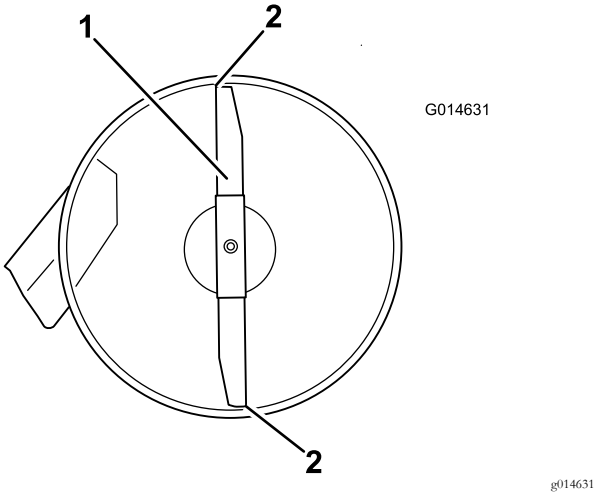
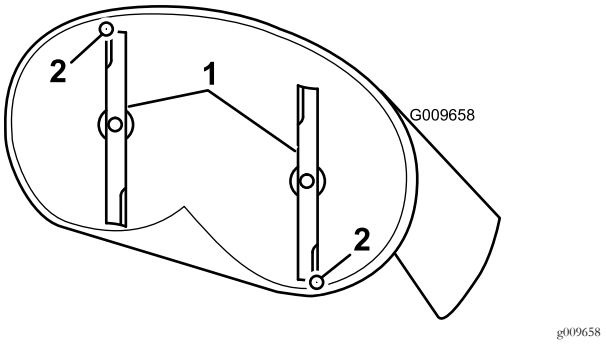

Figuur 63
Figuur 64
4. Draai de messen voorzichtig zodat ze van voren naar achteren staan (Figuur 63 en Figuur 64).
5. Meet de afstand tussen de rand van het voorste mes en het horizontale oppervlak, en de afstand tussen de rand van het achterste mes en het horizontale oppervlak (Figuur 63 en Figuur 64).
9. Controleer de schuinstand nogmaals na het instellen, ga door met het instellen van de moer totdat de rand van het voorste mes 1,6 tot 7,9 mm lager staat dan de rand van het achterste mes (Figuur 64 en Figuur 65).